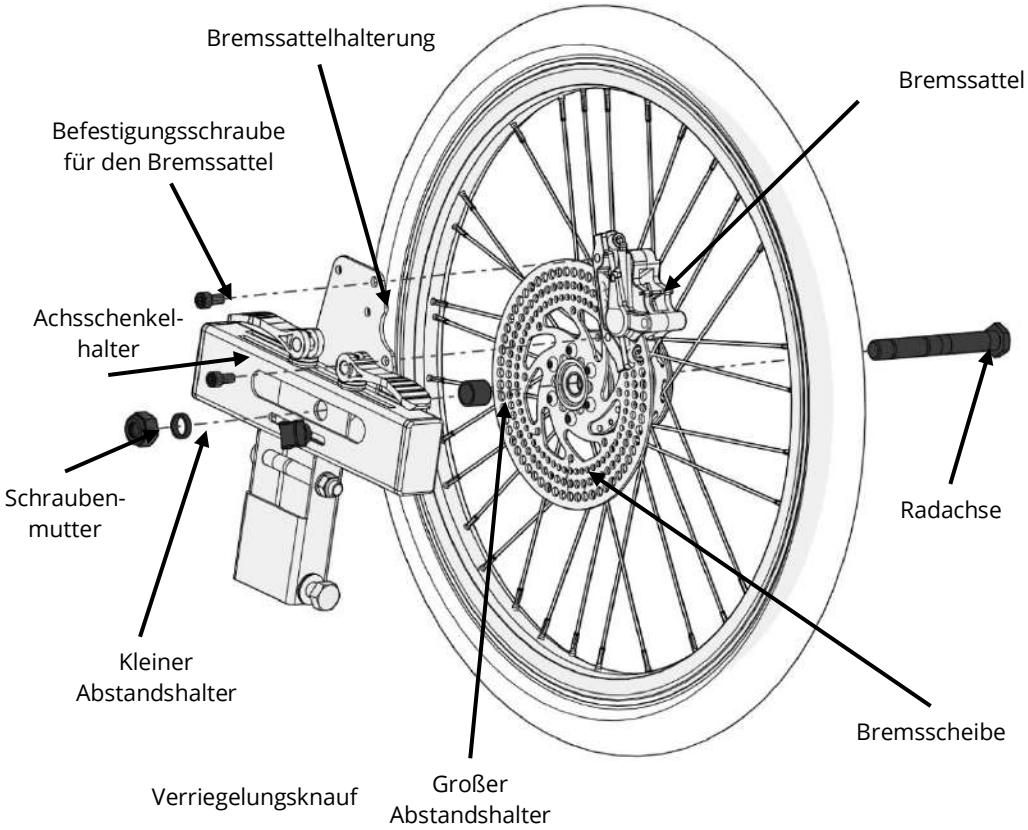
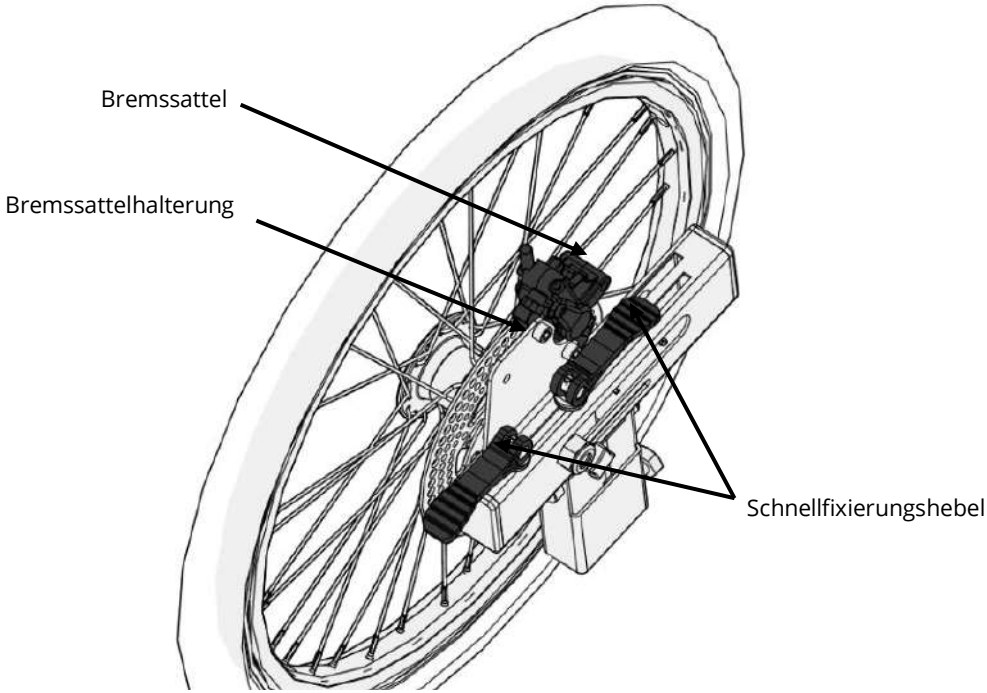
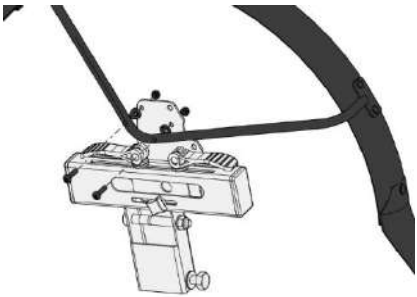

Abbildung 5 - Zoom auf das Brems- und Steuerungssystem
Abbildung 6 - Zoom-Exzentrische Hebel
Abbildung 13 - Anbringen des rechten Schutzbleches am Bremssattelträger
Hinweis: Schnellfixierungshebel sind in Abbildung 5 nicht dargestellt, um eine bessere Lesbarkeit an Rad- und Bremssattelbefestigungen zu ermöglichen. Die Position der Schnellfixierungshebel ist in Abbildung 6 dargestellt.
Jedes Schutzblech und jeder Bremssattel ist an einer Bremssattelhalterung befestigt (siehe Abbildung 5), wie in der Abbildung unten dargestellt. Zur Montage der Schutzbleche, lösen Sie die daran befestigten Schrauben und Muttern los und achten Sie darauf, dass die Unterlegscheiben dabei nicht verloren gehen. Positionieren und befestigen Sie dann die Schutzbleche mit den gleichen Schrauben und Muttern auf den Bremssattelträger. Der Schraubenkopf, die Arme des Schutzblechrohrs sowie die Unterlegscheiben müssen sich auf der Innenseite des AddBike+ befinden, wie in der Abbildung 13 dargestellt. Bitte legen Sie die Unterlegscheiben zwischen die Arme des Schutzblechrohrs und die Halterung.
- Entfernen Sie die Mutter und den kleinen Abstandshalter von jeder Radachse, lassen Sie den großen Abstandshalter und die Radachse an ihrem Platz (siehe Abbildung 5);